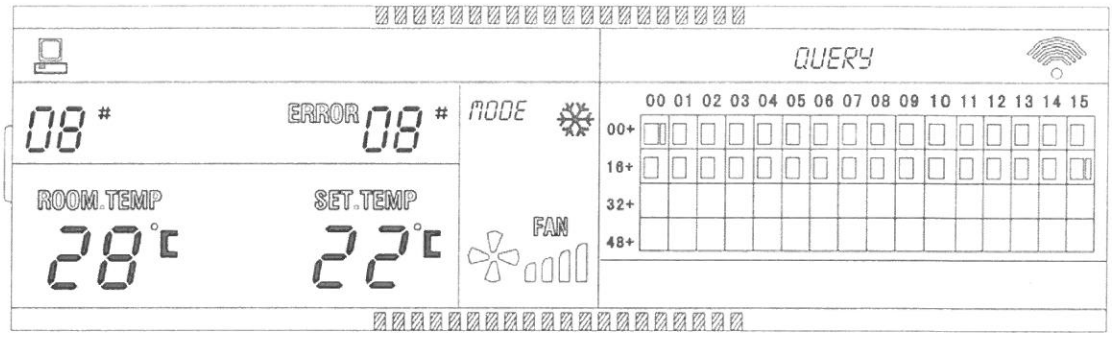

Rys. 2.8 Schemat przykładowej strony błędów / usterek / zabezpieczeń (ERROR / PROTECT)
① LCD wyświetla stronę odczytu parametrów Klimatyzatora o adresie 08 (rys. 2.8).
② Klimatyzator o adresie 08 działa wadliwie, kodem usterki jest 08. Wewnątrz komórki { 00+, 08 } miga duży prostokąt.
③ W matrycy Klimatyzatorów z rys. 2.8 tylko (wewnątrz) komórek { 00+, 00 } i { 16+, 15 } wyświetlony jest zarówno duży, jak i mały prostokąt. Oznacza to, że w systemie załączone są tylko Klimatyzatory o adresach 00 i 31 i że są sprawne.
④ Pozostałe wskazania strony z rys. 2.8 informują, że Sterownik Centralny ma aktualnie niezakłóconą łączność z Komputerem lokalnym sieci.